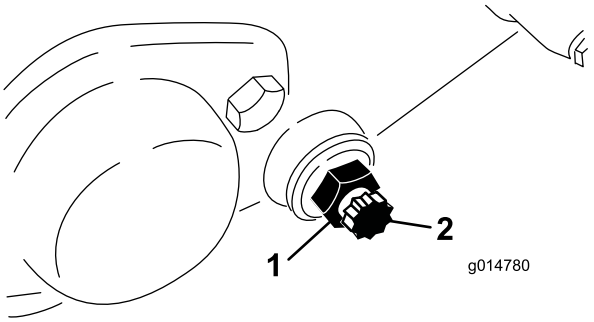

Figur 56
3. Løsne låsemutteren som fester motstangsbolten på begge sider av maskinen (Figur 56).
4. Fjern begge motstangsboltene slik at motstangen kan dras nedover og fjernes fra maskinen. La de to skivene av nylon og stanset stål på hver side av motstangen stå (Figur 56).